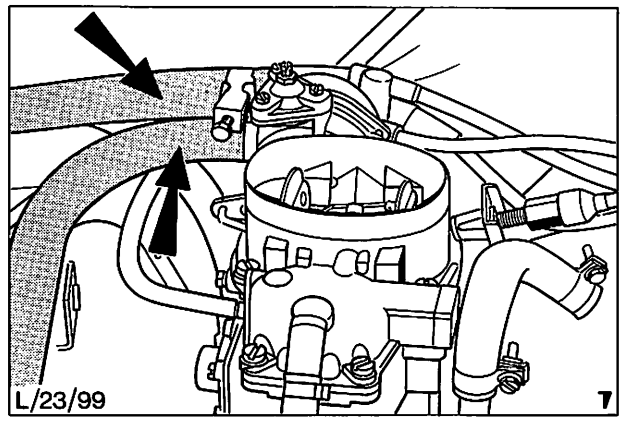

Abb. 79 Wasserschläuche der Startautomatik
4. Beide Schläuche von der Startautomatik abbauen, Abb. 79.